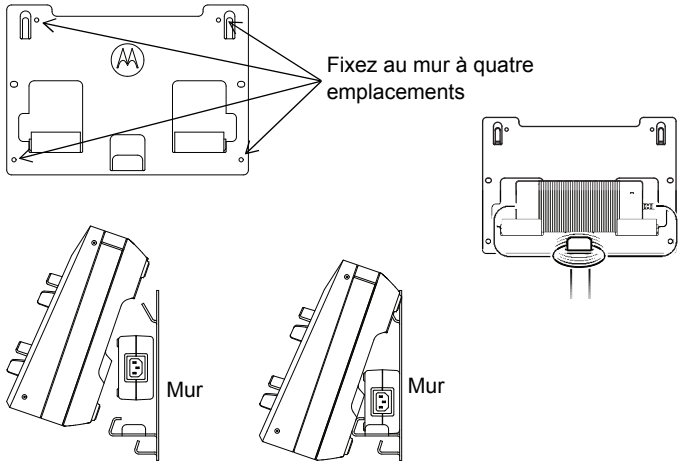

Figure 17 : Montage du multichargeur au support de fixation murale
4. Suspendez le multichargeur au support mural, tel qu'illustré dans la Figure 17.